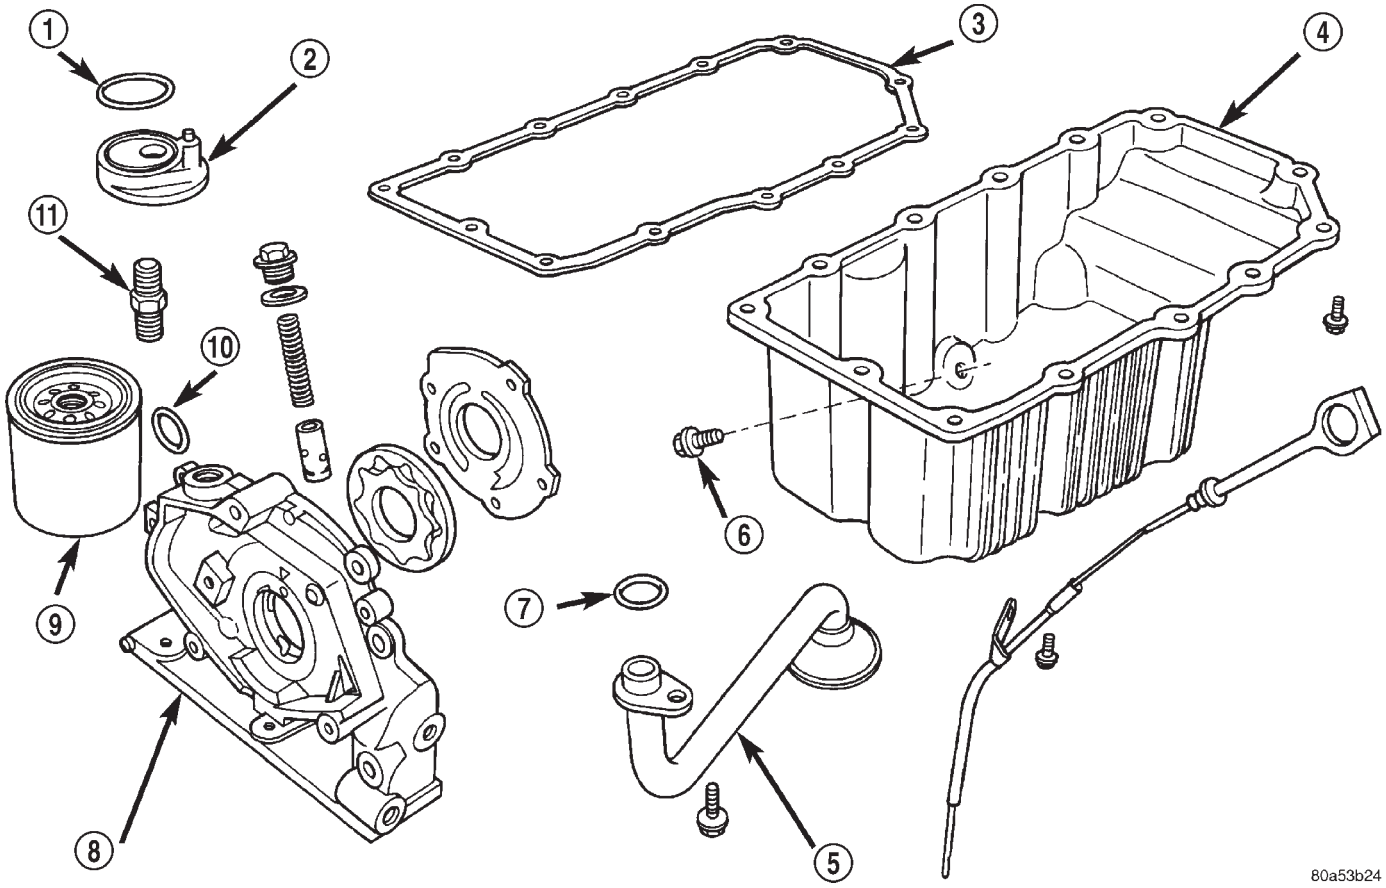

Abb. 104 Ölpumpe und Ölansaugleitung
(7) Ölpumpe und vorderen Kurbelwellendichtring ausbauen (Abb. 104).